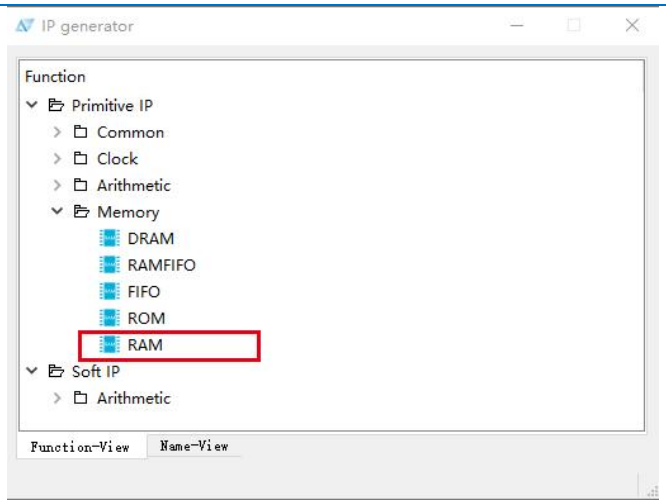

图 3-1-1 软件 IP 生成方式
1. 用户可以采用如下方式在 TD 软件中找到 ERAM 模块:Tools->IP Generate->IP core ->Block Memory-EMB->RAM，如图 3-1-1 所示。